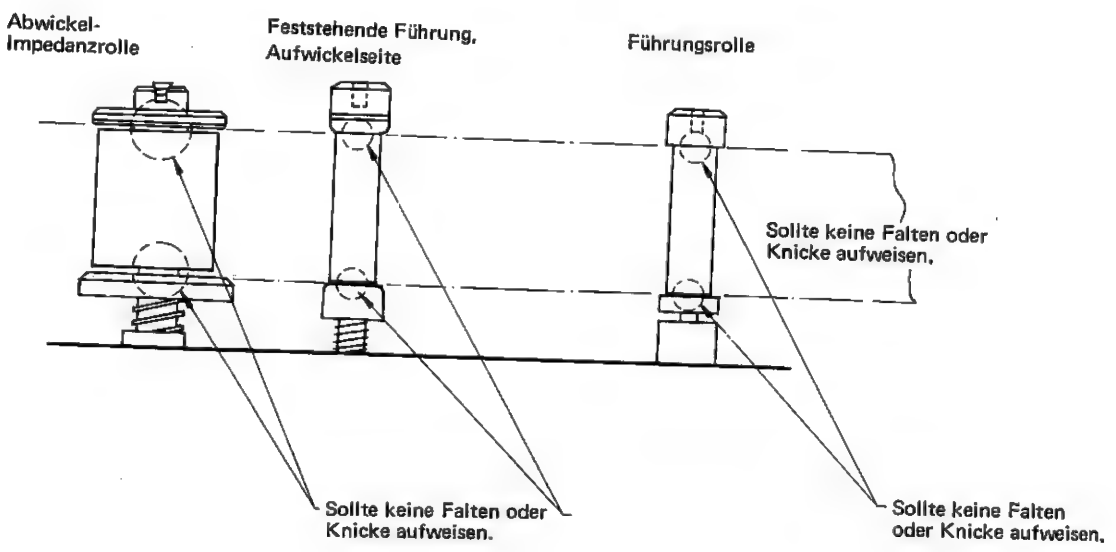

Abb. 31
1. Wenn das Videoband läuft, überprufen, ob das Band an dessen Rändern Falten oder Knicke aufweist (siehe Abb. 31).
2. Nach der Einstellung den Bandlauf und die Führengsrolle (Abwicklung/Aufwicklung) abstimmen. Dann die Höhe der feststehenden Führung der Abwicklungs-Impedanzrolle wie Abb. 31 gezeigt überprüfen.